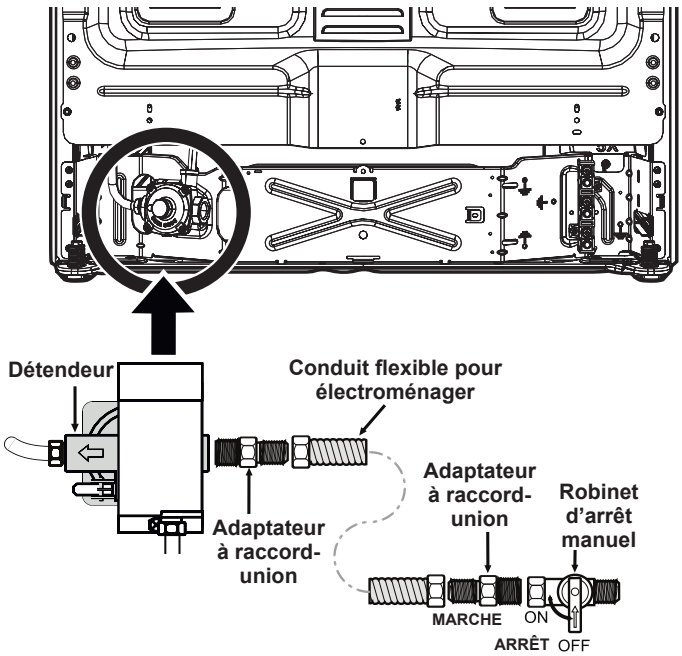

Fig. 8 - Branchement de l'alimentation
a. Installez un robinet d'arrêt manuel externe sur la conduite d'alimentation en gaz dans un endroit accessible situé à l'extérieur de la cuisinière. Assurez-vous de connaître l'endroit où se trouve le robinet d'arrêt ainsi que la façon d'arrêter l'alimentation en gaz de la cuisinière (voir Fig. 8).
b. Installez un adaptateur à raccord-union de 1,3 cm (1/2 po) sur le détendeur **sans serrer à plus de** 15 pi/lb (voir Fig. 8).
d. Raccordez l'adapteur de raccord-union au robinet d'arrêt manuel externe (voir Fig. 8).
e. Fixez la conduite de l'appareil à l'adaptateur de raccord-union raccordé au robinet d'arrêt (voir Fig. 8).